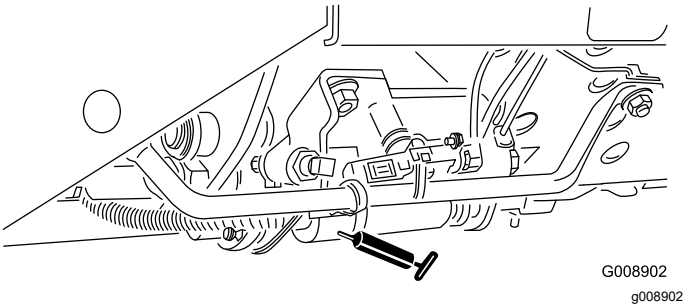

Rysunek 50
- Suwak koszenie/transport (Rysunek 50)